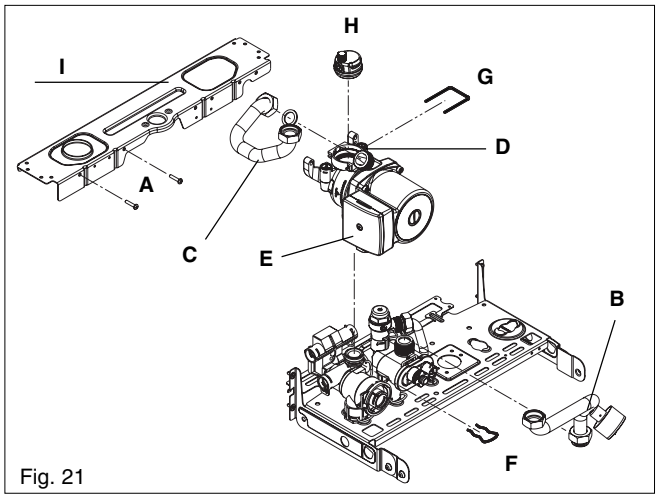

Fig. 21
6.5 PUMP ASSEMBLY (fig. 21)
6.7 BOTTOM AUTOMATIC AIR RELEASE VALVES (fig. 21)